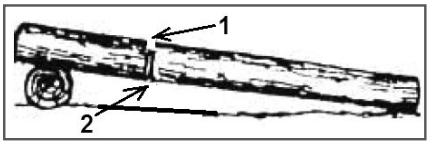

Рис. 17 Пропилы при раскряжевке дерева на одной опоре
2. Бревно лежит на одной опоре (Рис. 17). Разгрузочный пропил (1) на 1/3 бревна делается сверху. Основной пропил (2) делается снизу навстречу разгрузочному пропилу.